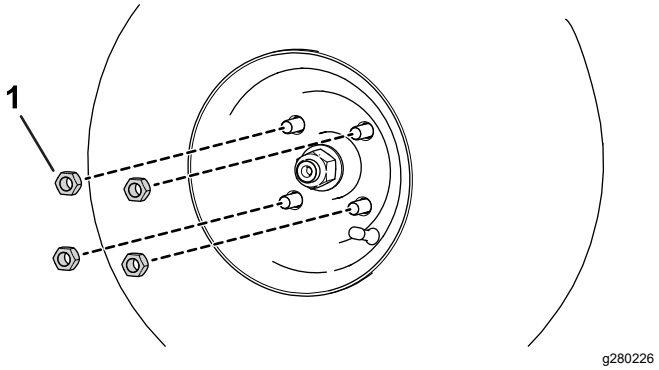

Figura 60
A. Desaperte e retire as porcas das rodas (Figura 60).
B. Instale as porcas das rodas (Figura 60).